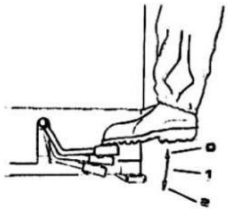

Rys. 12
- Pedał obrotu płyty montażowej (Z) służy do obracania płyty montażowej (Y) w kierunku zgodnym lub przeciwnym do ruchu wskazówek zegara.
- Pedał wahacza opon po lewej stronie (patrz Rys. 12), używany do pompowania opony. Ryc. 10